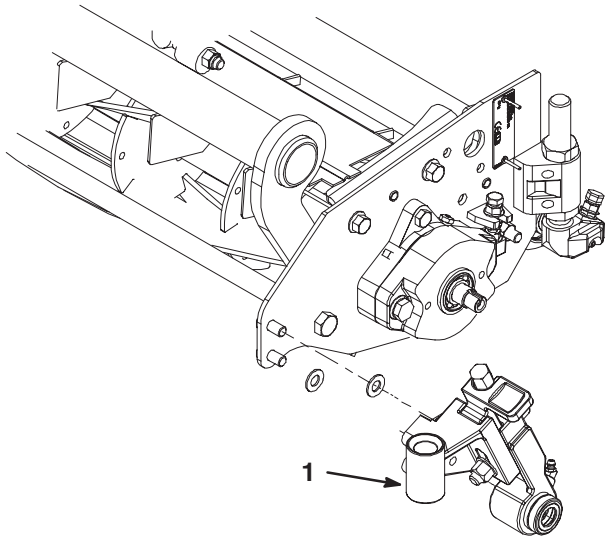

Figure 24
- If the cutting unit serial number is higher than 219999999, use (2) 3/8–16 x 1.25” bolts to mount the drive assembly. Torque the bolts to 34 to 42 ft–lbs.
- If the cutting unit serial number is prior to 219999999, use (2) M10 x 1.5 bolts to mount the drive assembly. Torque the bolts to 34 to 42 ft–lbs.
13. Loosely mount the LH height of cut assembly to the left end of the cutting unit with (2) 3/8–16 x .75” lg. capscrews and (2) .406 ID x .812 OD x .065 thk. washers (Fig. 24).
22. Tighten the capscrews securing the L.H. height of cut assembly to the left end of the cutting unit (Fig. 24). Torque the capscrews to 35 ft–lbs.